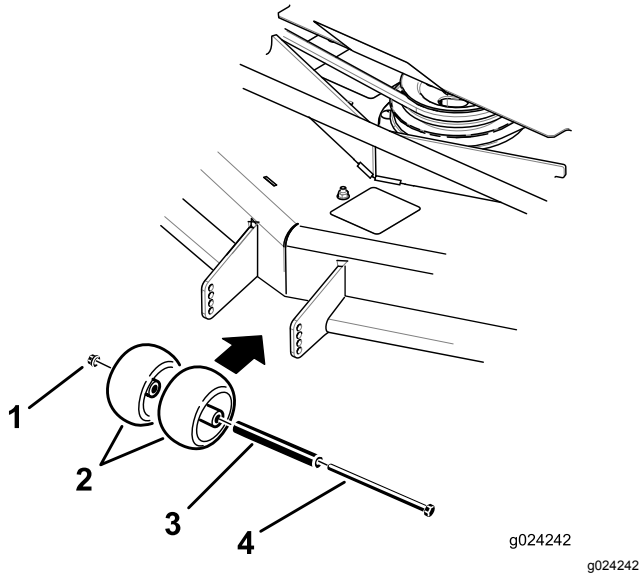
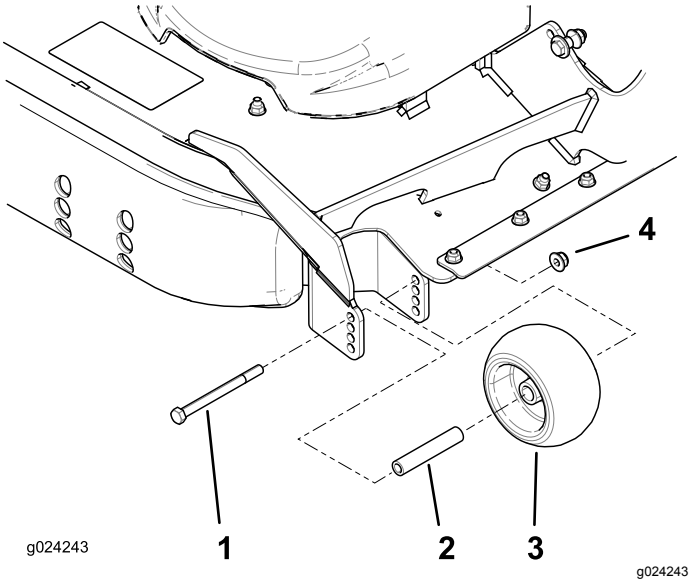

Figur 35
Figur 36
3. Justera antiskalvalsarna på det sätt som visas i Figur 35 och Figur 36.